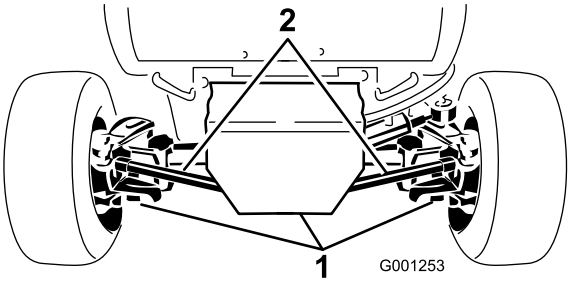

Figur 64
2. Rengør områderne omkring de tre drænpropper (Figur 64).